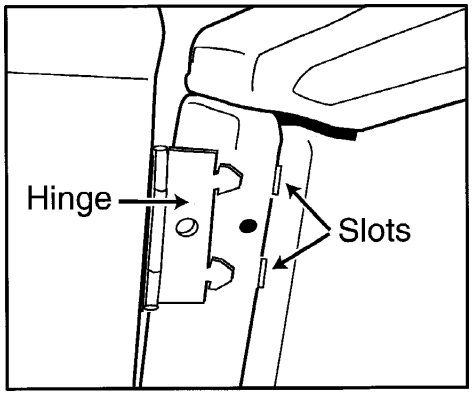

Figure 5-1
2. Grasp the door with both hands and lift the hinge area slightly. Draw the door assembly away from the machine. This will disengage the hinges from the slots in the front shroud ***(Figure 5-1).*** If the hinges bind, press out on the plastic shroud near the hinge toward the cabinet.